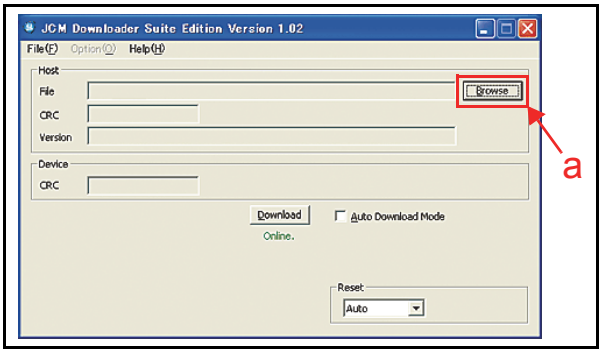

Figure 6-26 Browse Screen Button Location
Once "Download" is activated, the "**JCM Downloader Suite Edition Version X.XX**" will automatically begin functioning, and the Screen shown in Figure 6-26 will appear.
7. Mouse-click on the "Browse" Screen Button (Figure 6-26 a).